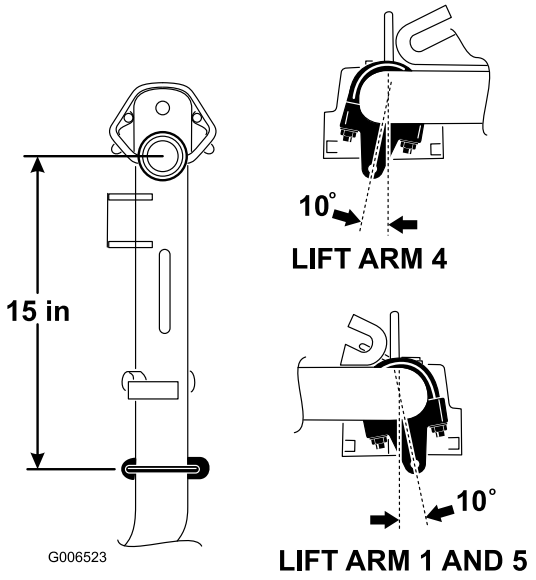

Figura 10
1. Nos braços de elevação nº 1, nº 4 e nº 5, posicione os suportes da corrente e as cavilhas em U 38 cm atrás do centro da articulação (Figura 10). Nos braços de elevação nº 1 e nº 5, os suportes devem ser rodados 10 graus para a direita na vertical (Figura 10). No braço de elevação nº 4, o suporte deve ser rodado 10 graus para a esquerda na vertical (Figura 10).